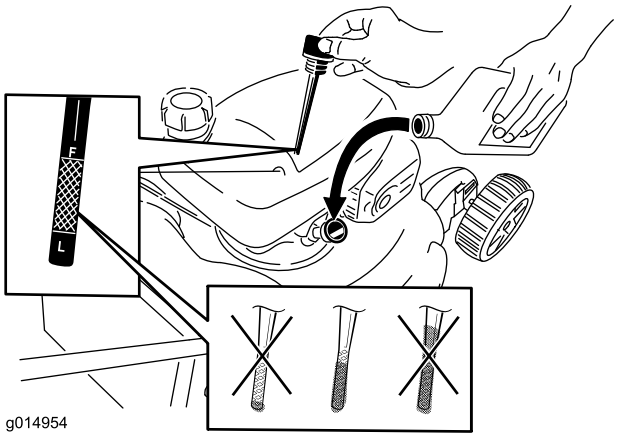

Figuur 39
6. Neem de peilstok uit de vulbuis (Figuur 39).
12. Haal de peilstok eruit en lees het oliepeil af; zie Figuur 39.
- Als het oliepeil te laag is, giet u langzaam een kleine hoeveelheid olie in de vulbuis. Herhaal vervolgens stappen 10 tot 12 totdat het oliepeil juist is; zie Figuur 39.